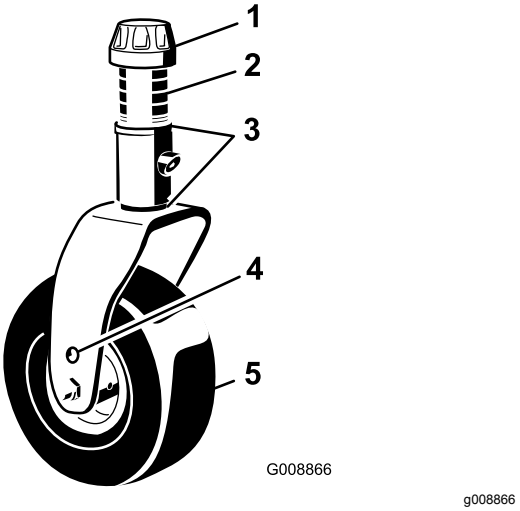

Figur 17
4. Ta bort spännlocket från spindelaxeln och skjut ut spindeln ur svänghjulsarmen (Figur 17).